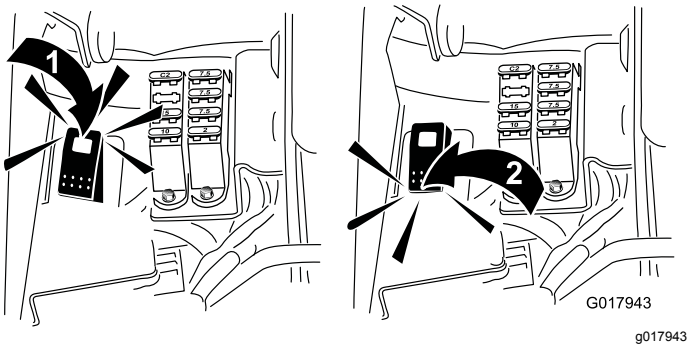

Rysunek 59
5. Obróć przełącznik ostrzenia do pozycji obrotów wstecznych (R) (Rysunek 59).